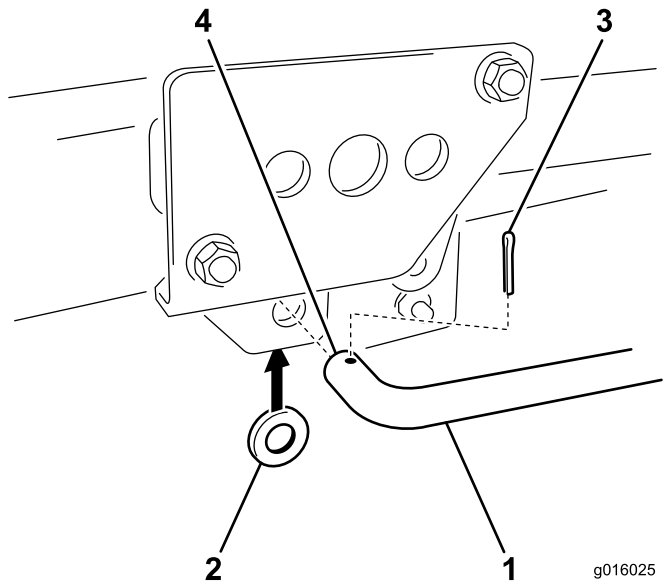

Bild 8
5. Montieren Sie das gebogene Ende der Hubstange von außen in der großen Versatzhalterung (Bild 8). Setzen Sie eine Scheibe über das herausragende Ende und befestigen Sie diese mit einem Splint.